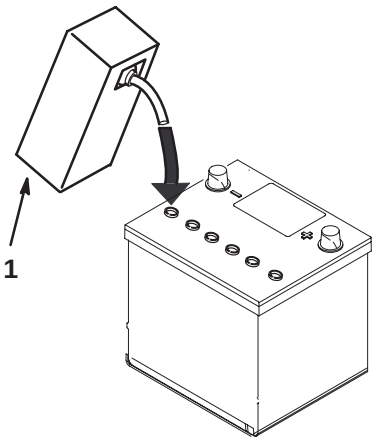

**Figure 3**
4. Allow approximately 20 to 30 minutes for the electrolyte to soak into the plates. Refill as necessary to bring the electrolyte to within about 1/4 inch (6 mm) of the bottom of the fill well (Fig. 3).